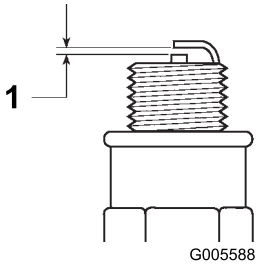

Figuur 21
5. Stel de elektrodenafstand in op 0,50 mm (Figuur 21).